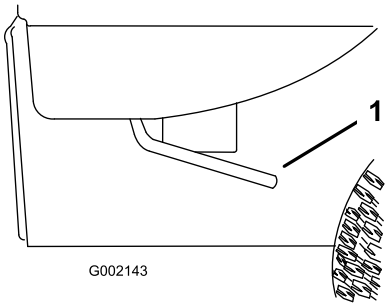

**Figure 23**
1. Lift the lever on either side of the box and lift the box up (Figure 23).